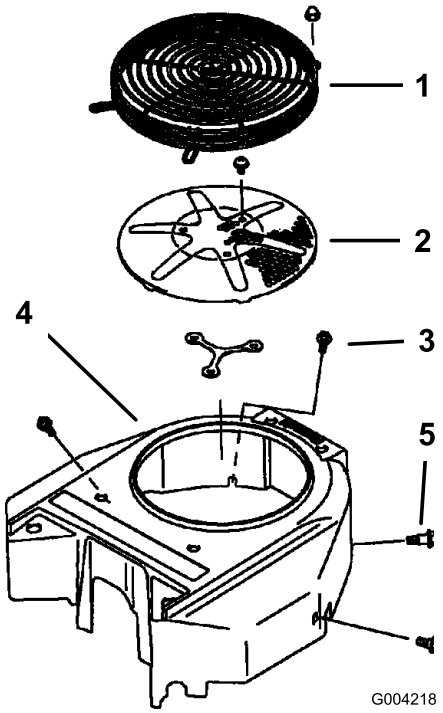

Figur 68
Ta bort alla rester av gräs, smuts eller annat skräp från motorfiltret innan du använder maskinen. Detta bidrar till att skapa tillräcklig kylning och rätt motorhastighet samt minskar riskerna för överhettning och mekaniska skador på motorn (Figur 68).
3. Ta bort luftintagsgallret, startsnöret och fläkthuset (Figur 68).
5. Montera luftintagsgallret, startsnöret och fläkthuset (Figur 68).